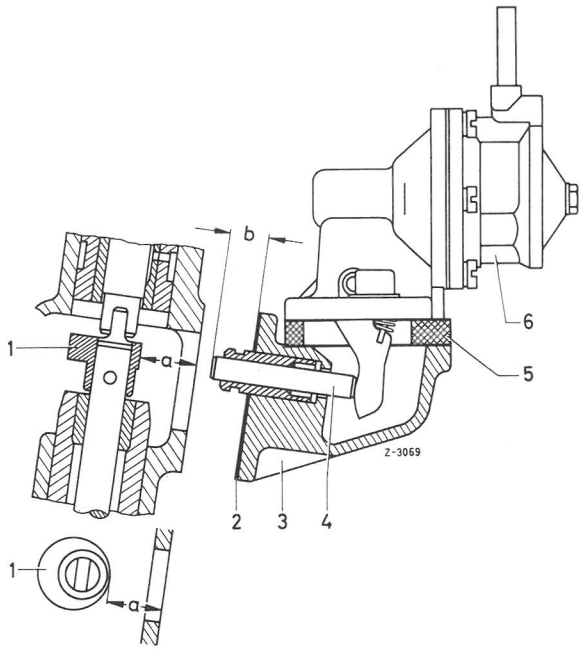

Fig. 00-61/1
Dersom de specifikke data heller ikke nås helt med den nye pumpe, måles afstandene "a" og "b" mellem den på trykpunktet stående brændstofpumpetrykstang og den i nederste dødpunkt stående betjeningsknast (1)(fig. 00-61/1).